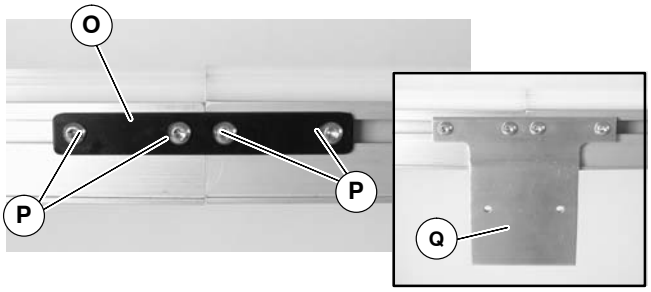

Figure 6
2. Join conveyor sections and install connector brackets (O of Figure 6) or connector/mount brackets (Q) and screws (P) on both sides as indicated.
4. Tighten screw (P of Figure 6) to 7 N–m on both sides of conveyor.